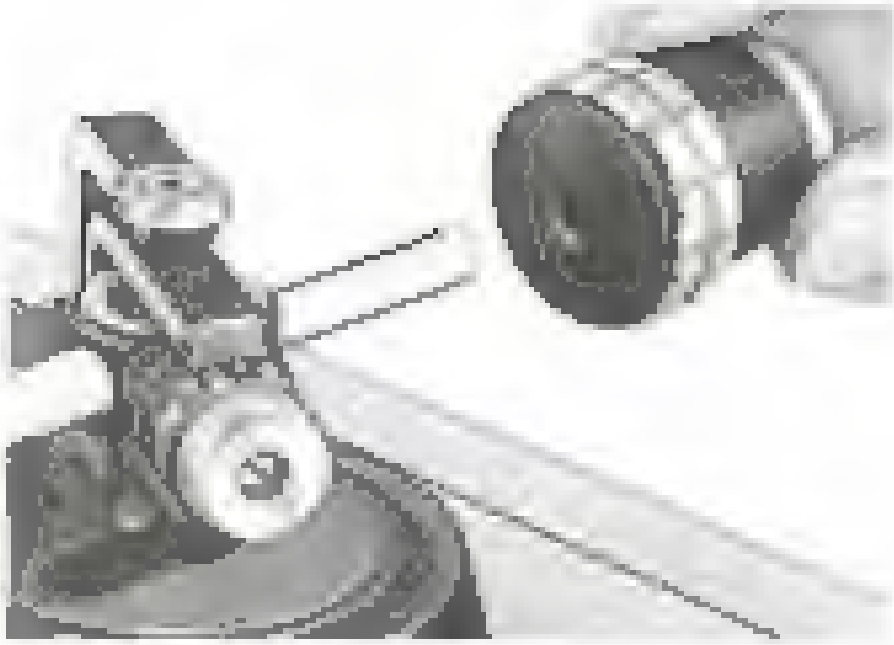

Fig. 3
- Drehen Sie das Tonarm-Balancegewicht **3** auf das hintere Tonarmende. (Fig. 3)